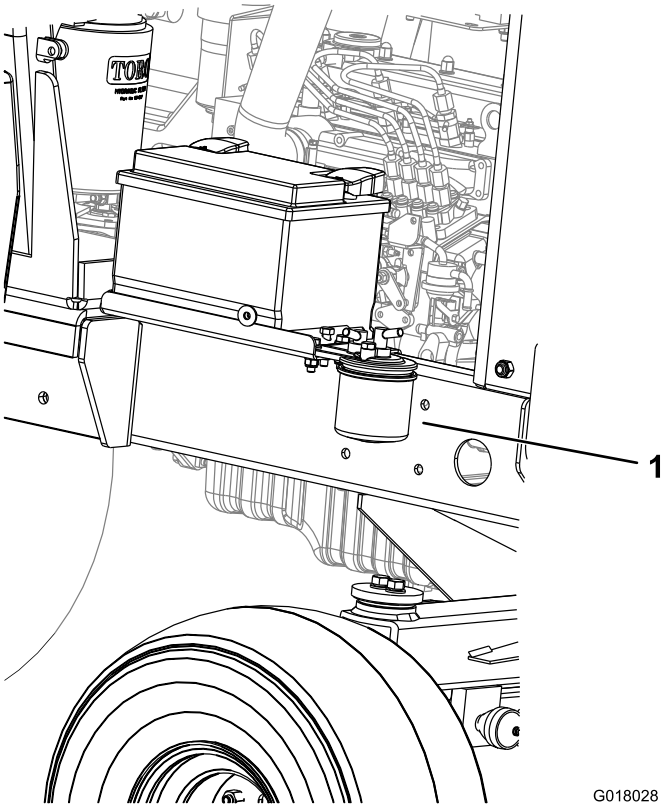

Rysunek 52
1. Umieść czysty pojemnik pod obudową filtra paliwa (Rysunek 52).